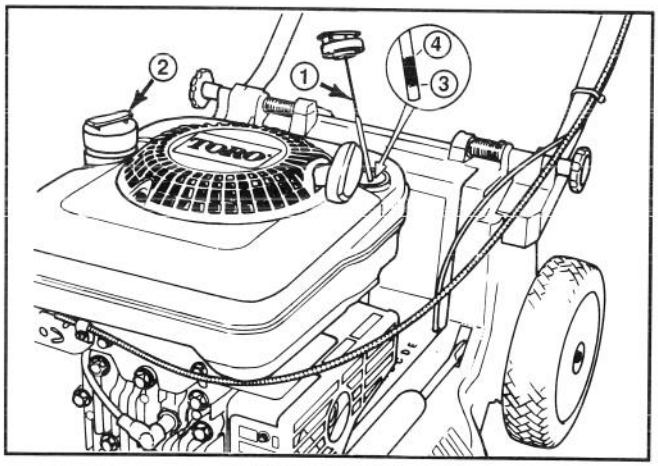

Abbildung 6
Vor jedem Gebrauch sicherstellen, daß sich der Ölstand zwischen VOLL und NACHFÜLLEN befindet (Abb. 6). Öl nachfüllen, falls der Ölstand zu niedrig ist.
3. Den Ölmeßstab abwischen und in den Einfüllstutzen stecken. Die Verschlußkappe um eine Vierteldrehung drehen. Den Meßstab wieder herausziehen und den Ölstand prüfen (Abb. 6). Ist der Ölstand niedrig, den Ölstand nur bis zur VOLL-Markierung auffüllen. **NICHT ÜBER DIE VOLL-MARKIERUNG ANFÜLLEN, DENN DER MOTOR KÖNNTE BEIM STARTEN BESCHÄDIGT WERDEN; ÖL LANGSAM EINFÜLLEN.**
1. Rund um den Kraftstofftankverschluß reinigen und die Kappe vom Tank entfernen (Abb. 6). Bei bleifreiem Benzin den Kraftstofftank bis 6-13 mm unter den Einfüllstutzen füllen.
1. ÖLSTAND PRÜFEN—Ölstand, wie auf dem Ölmeßstab gezeigt, zwischen VOLL und NACHFÜLLEN halten (Abb. 6).
2. SCHNEIDEN UND AUFFANGEN—Beste Ergebnisse werden erzielt, wenn nur etwa 1/3 des Grashalms geschnitten wird. Wird langes Gras geschnitten, empfiehlt sich die höchste Schnitthöheneinstellung (E) für den ersten Mähgang. Danach ist das Gras mit einer üblichen Schnitthöhe noch einmal zu mähen. Wird zu langes Gras gemäht, kann der Mäher verstopfen und der Motor abgedrosselt werden.